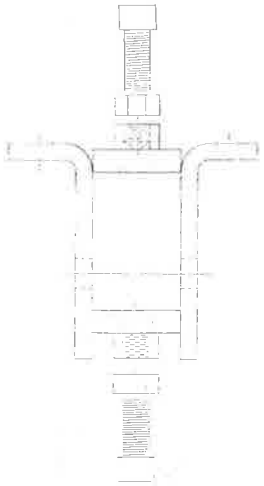

FIGURE 4-15
7. Bolt the mounting brackets for the reel spring to the middle bar of the scratcher frame as shown in Figure 4-15.
8. Bolt the mounting brackets for the reel spring to the middle bar of the scratcher frame as shown in Figure 4-15.